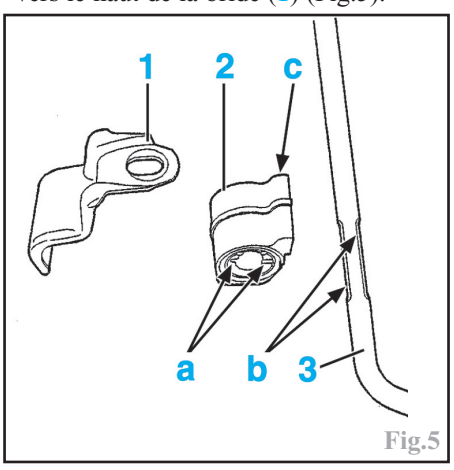

Fig.5
-les vis de fixation (7) et (8) du berceau afin d'écarter celui-ci sans le déposer (voir opération concernée).
-la vis de fixation (12) du palier de la barre stabilisatrice.
-la bride du palier (1) (Fig.5).
-vérifier l'état des paliers élastiques (2) de la barre stabilisatrice (3) puis veiller à les engager sur celle-ci, en alignant leurs méplats intérieurs (a) avec ceux de la barre (b) et en orientant leur bossage (c) vers le haut de la bride (1) (Fig.5).